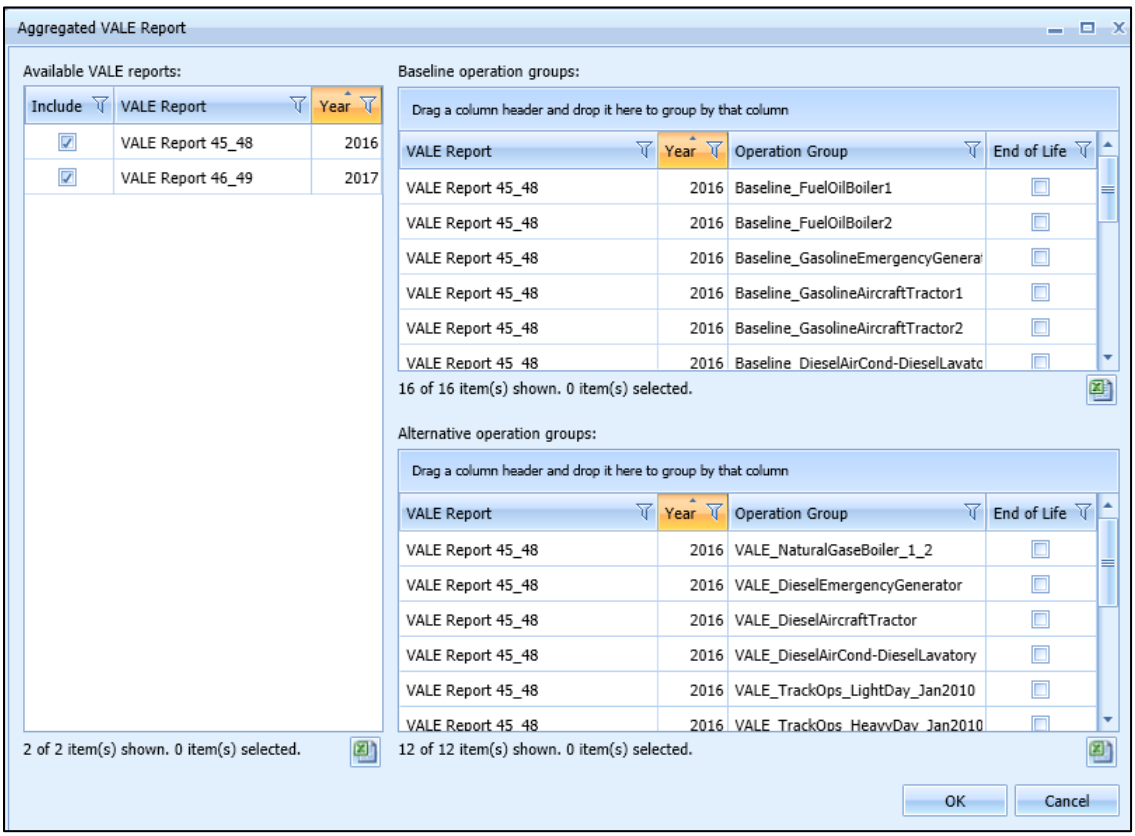

Figure 5-50 Sample Aggregated VALE Report Dialog
2. From the *Reports* ribbon group, click *Aggregated VALE Report* to open the *Aggregated VALE Report* dialog will (Figure 5-50).